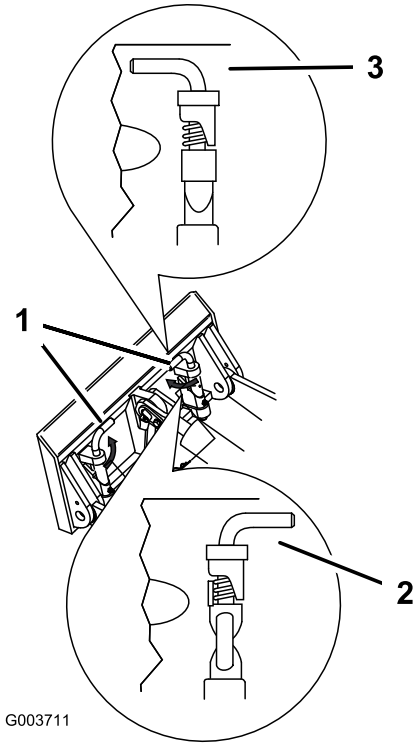

Figur 21
7. Koppla in snabbfästpinnarna och se till att de är ordentligt inskjutna i fästplåten (Figur 21).